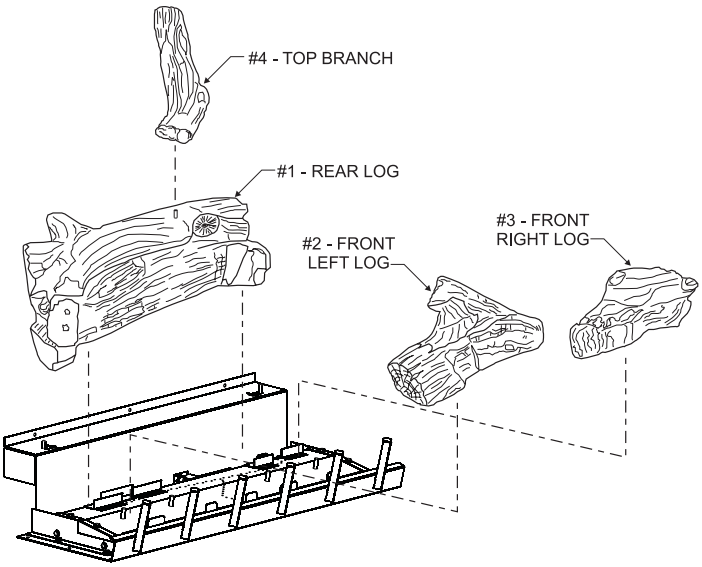
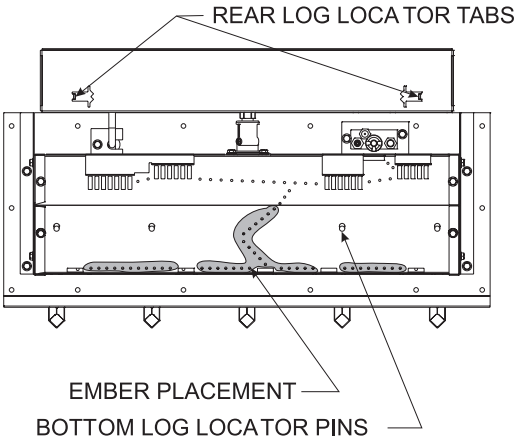

**Figure 70**
**Figure 71**
The positioning of logs is critical to safe and clean operation of this fireplace. Sooting and other problems may result if the logs are not properly and firmly positioned in the fireplace. Please refer to **Figure 70, Figure 71,** and **Figure 72** and corresponding **WARNING,** when completing the following log placement steps.
2. After all logs are properly positioned, place small “dime” size pieces of Rockwool lightly across the front round “blueflame” ports. Place the ember material (Rockwool pieces) side by side. Do not stack more than one layer of embers across the burner ports. **See Figure 70.**